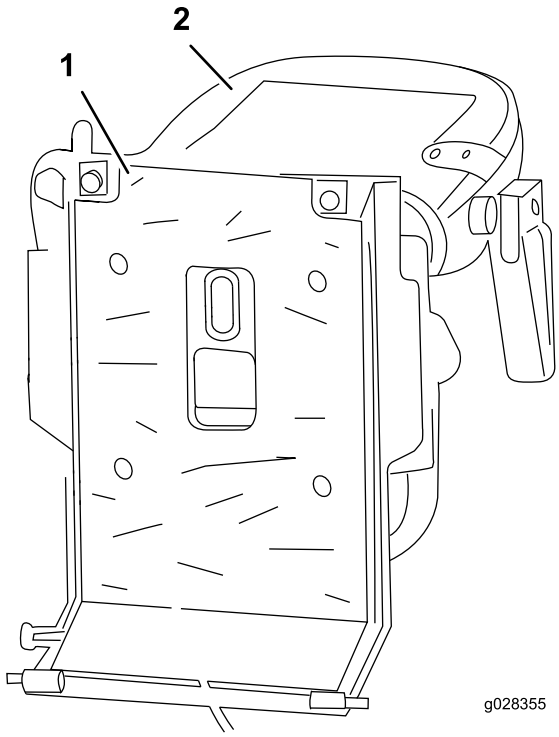

Figur 6
9. Fjern bagsiden, og sæt det klæbende varmeskjold på bunden af sædets monteringsplade (Figur 6).